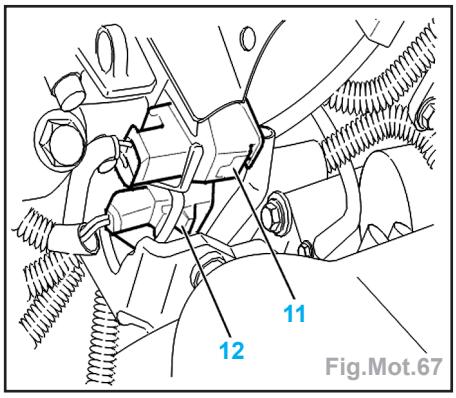

Fig.Mot.67
- le câble d'accélérateur (8),
- le câble de ralenti accéléré (9).
- Déposer les tuyauteries d'injection (10).
- Débrancher les connecteurs (11)-(12) (Fig.Mot.67).